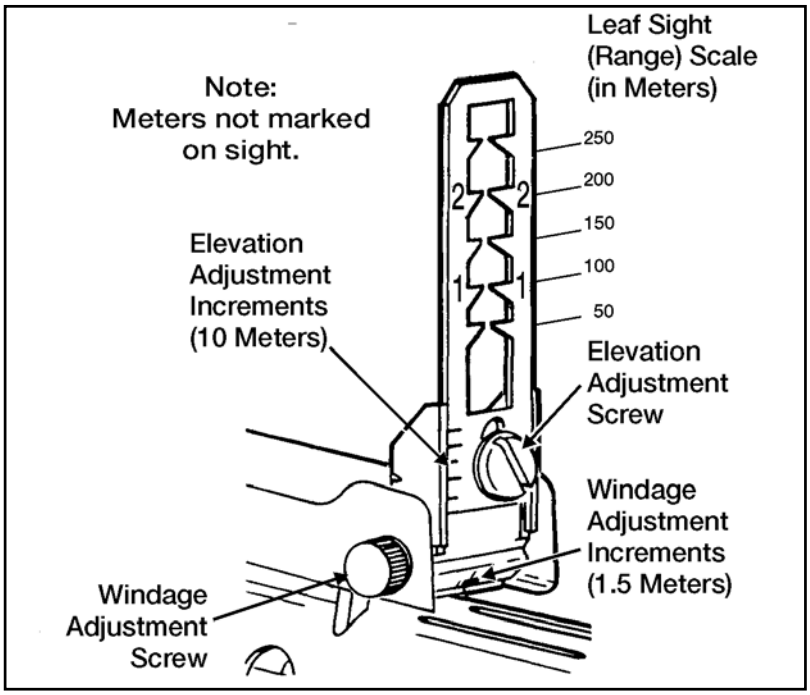

Figure 071-311-2130-4. Leaf sight
9. Adjust the leaf sight if necessary (figure 071-311-2130-4).